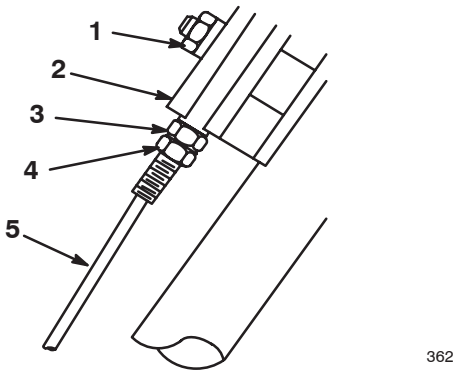

Figure 17
3. Loosen the nut on the support block (Fig. 17).
4. Loosen the bottom jam nut on the wheel traction cable (Fig. 17).
7. Tighten the bottom jam nut to lock the top jam nut against the support block (Fig. 17).